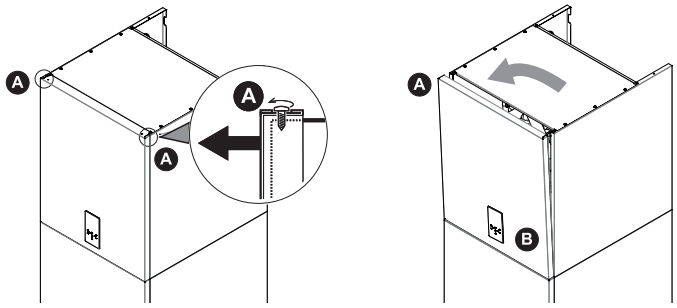

fig. 15 - desmontaje panel frontal
- Destornillar parcialmente los tornillos A (ver "fig. 15 - desmontaje panel frontal").
- Extraer el panel B y desengancharlo de las piezas de fijación superiores (ver "fig. 15 - desmontaje panel frontal").